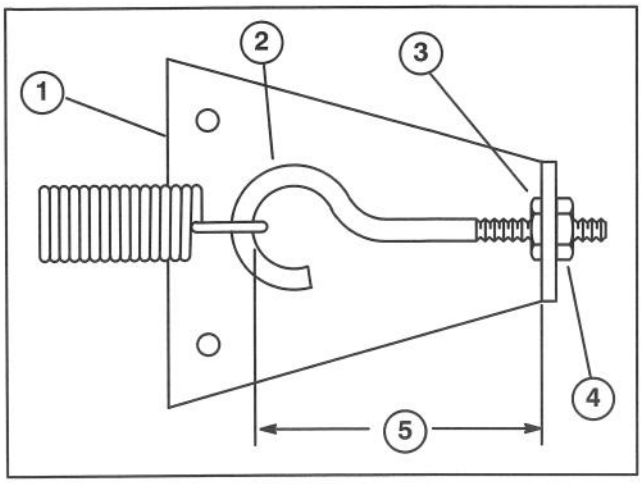

Figure 60
CHECKING AND ADJUSTING TRACTION LINKAGE (Fig. 60)
4. Rotate, clockwise, until distance between inside of eye bolt loop and inside of spring anchor plate is shortened 1/8", as shown in figure 60. Tighten hex nut.